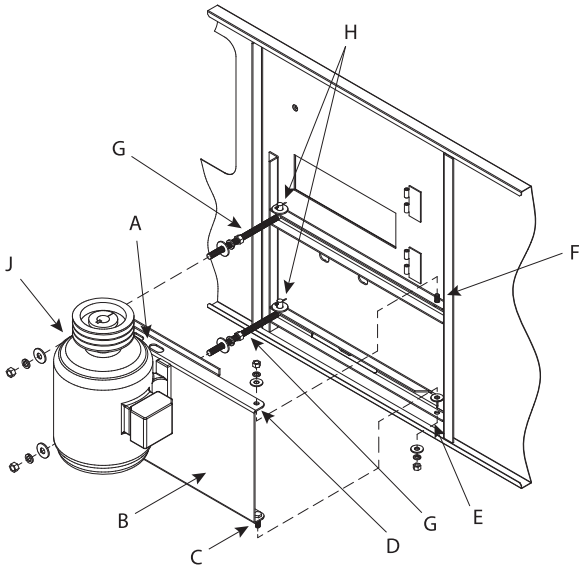

图17a - 外置式电动机的安装
所有宽度小于10’ (3m)的机组，其电动机均位于机组外部，轴向安装，如下**图17a**和**17b**所示。由于运输宽度限制，电动机不能安装在机组上，因为它们会延伸到卡车宽度之外。因此，电动机、电动机机座、电动机保护罩、“J”型螺栓、销轴和皮带均放置在冷却塔的冷水盘中运输。请按照下面的分步说明正确安装这些组件。
1. 电动机机座安装之前，应先看清**图17a**。